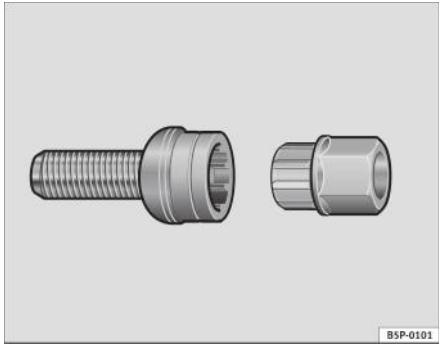

Fig. 179 Prezonul de roată antifurt
– Introduceți adaptorul pe prezon şi împingeți până la capăt ⇒ fig. 179.